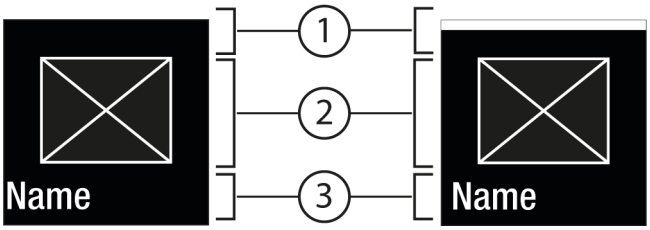
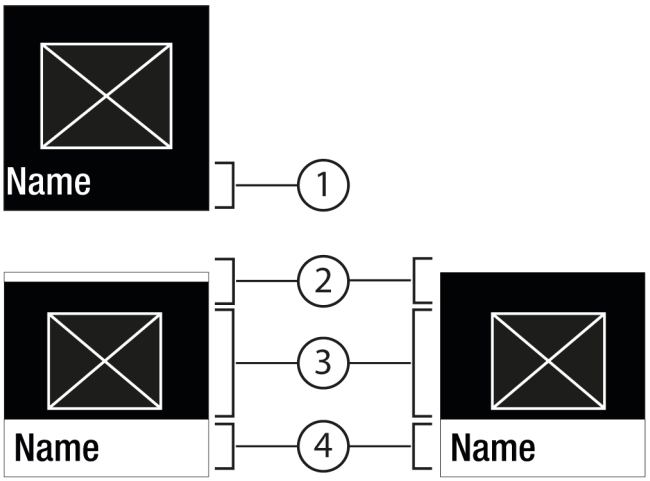

Fig. 6
Fig. 7
- С помощью Подтвердить *Fig. 5 (2)* вызвать Подменю *Fig. 7 (4)*.
- Установка нового значения: С помощью Подтвердить *Fig. 5 (2)* выбрать деактивированное значение *Fig. 6 (1)*.
- Назад в меню: С помощью Подтвердить *Fig. 5 (2)* выбрать уже активированное значение *Fig. 6 (2)*.
▷ Состояние: активировано *Fig. 6 (1)* появляется ненадолго в Подменю *Fig. 7 (4)*.